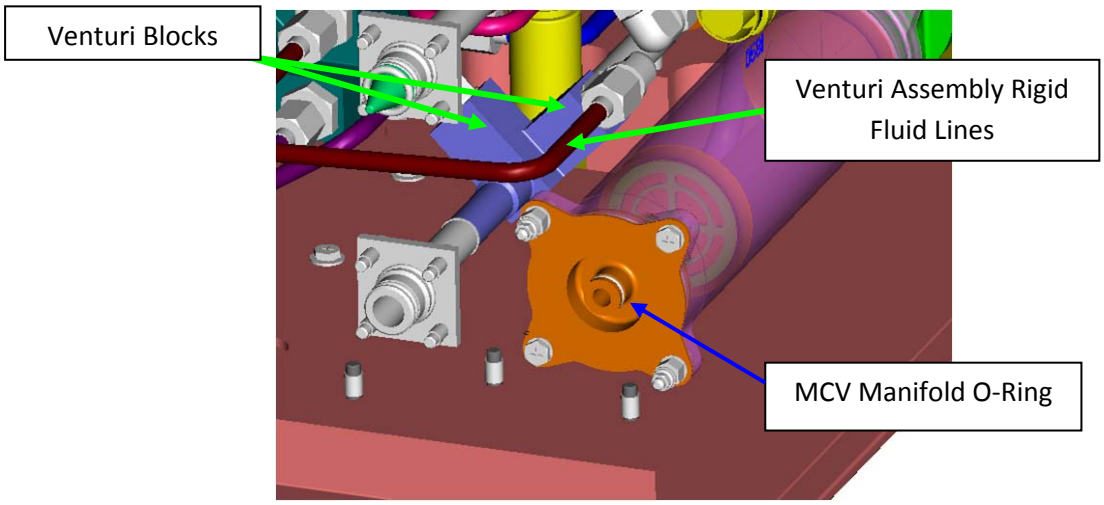

Figure 8.- Venturi Assembly and MCV O-Ring (with Manifold Removed)
1. The Manifold provides structural support for the Venturi Assembly. Removing Manifold transfers any structural support to the two rigid fluid lines connected to both Venturi blocks. Crew member assistance will be needed to support Venturi Tubing during Manifold Removal to prevent negative structural impacts. Refer to Figure 8.
Refer to Figure 8.